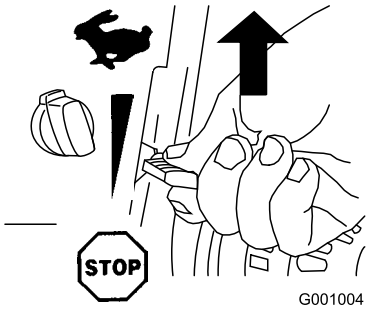

Figura 24
2. Mettete l'acceleratore in posizione Fast (Figura 24).